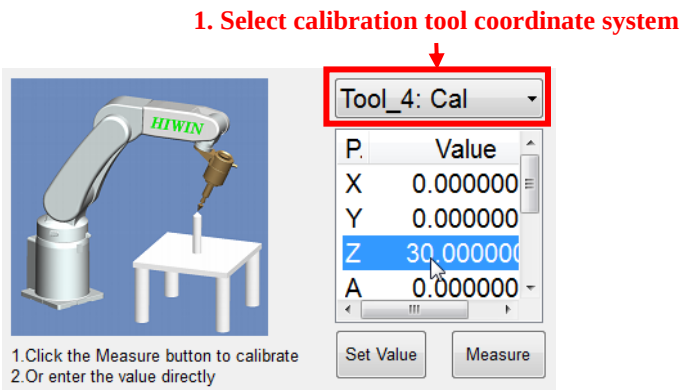

Figure 6-6 Select calibration tool coordinate system
1. Select the tool coordinate system of the calibration tool as shown in Figure 6-6.